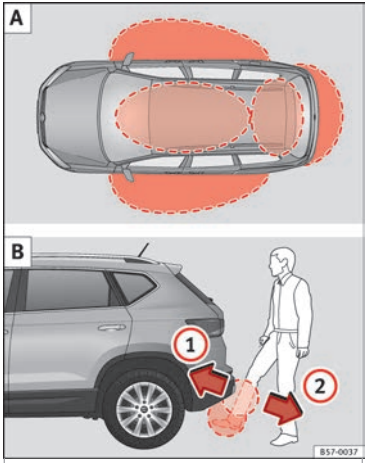

Fig. 123 Keyless Access locking and ignition system: A In the proximity of the car. B Opening the rear lid with sensor-controlled opening (Easy Open)
Keyless Access is a key-free locking and ignition system to unlock and lock the vehicle without actively using its key. To do this, it is only necessary to have a valid vehicle key in the corresponding detection area to attempt to access the vehicle ›› **Fig. 123** A and touch one of the sensor surfaces on the door handles ›› **Fig. 124** or operate the soft-touch/handle on the rear lid ›› page 123 ›› ❗.
If a valid key is located in the proximity of the car ›› **Fig. 123** A, the Keyless Access locking and ignition system gives the key entry as soon as one of the sensor surfaces on the door handles is touched or the *soft-touch*/handle on the rear lid is operated. The following features are then available without having to use the vehicle key actively:
When the vehicle is locked, the rear lid automatically unlocks on opening if ››› Fig. 123 A there is a valid vehicle key in the proximity.
If there is a valid vehicle key in the proximity of ››› Fig. 123 A the rear lid, it is possible to unlock and open or close it moving one foot in the area of the sensors ››› Fig. 123 B located under the rear bumper.
- With a brisk movement, bring your foot and lower leg as close as you can to the bumper. The lower part of the leg needs to be close to the upper sensor area and your foot to the lower sensor area ››› Fig. 123 B ①.
- Quickly remove your foot and lower leg from the sensor areas ››› Fig. 123 B ②. The rear lid opens automatically.